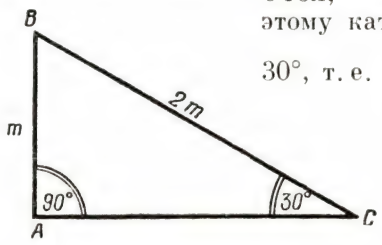

Рис. 34.
Предварительно заметим, что некоторые определенные углы делятся на три равные части очень легко и обычными инструментами — линейкой и циркулем. Например, деление прямого угла на три равные части выполняется следующим образом (рис. 34). Строят прямоугольный треугольник, один из катетов которого (AB) равен половине гипотенузы (BC). Угол, противолежащий этому катету, будет равен 30°, т. е. $\frac{1}{3}$ прямого угла.